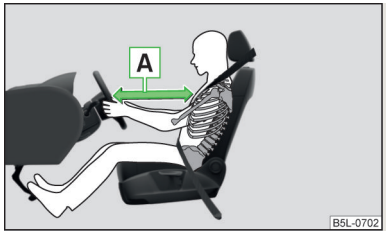

Fig. 8
- For the driver and front passenger, it is important to maintain a distance of at least 25 cm from the steering wheel or dashboard A » Fig. 8. Not keeping to this minimum distance will mean that the airbag system will not be able to properly protect you – risk of death! The front seats and the head restraints must always also be correctly adjusted to match the body size of the occupant.